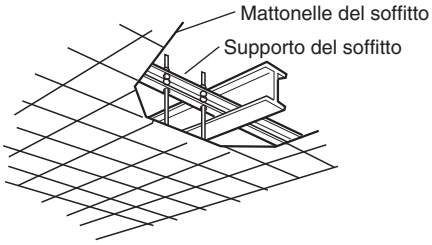

Fig. 3-4
- Usare supporti per soffitto esistenti o costruire un supporto adatto (Fig. 3-4).